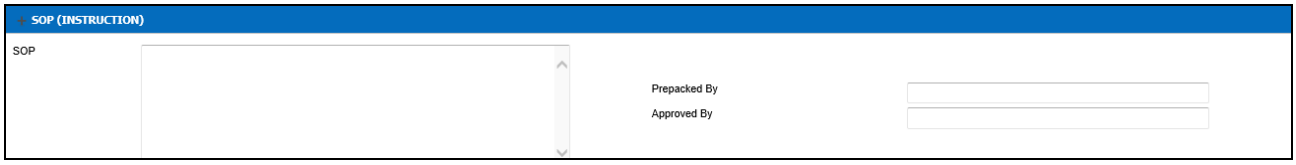

Figure 3.2-10 SOP (Instruction) section
- *Enter* ***Prepacked By*** *and* ***Approved By*** *in the SOP (Instruction) section as per* ***Figure 3.2-10.***